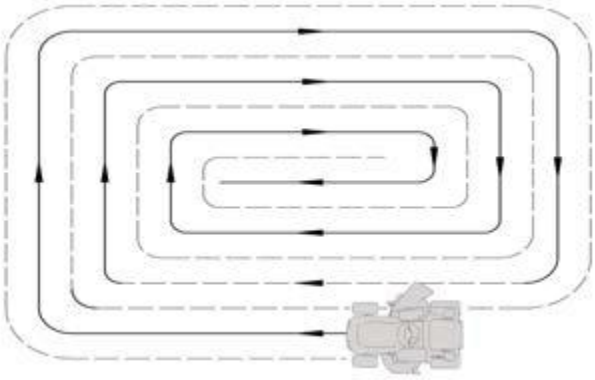

Rys. 19
• Przekręć kluczyk w stacyjce (Rys. 19, poz. 10) do pozycji „stop”.